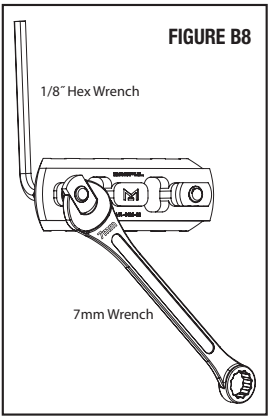

FIGURE B8
- If the nut won't rotate, or it rotates too freely to engage the handguard, you may need to hold or turn the nut with a 7mm open-end wrench (FIGURE B8).